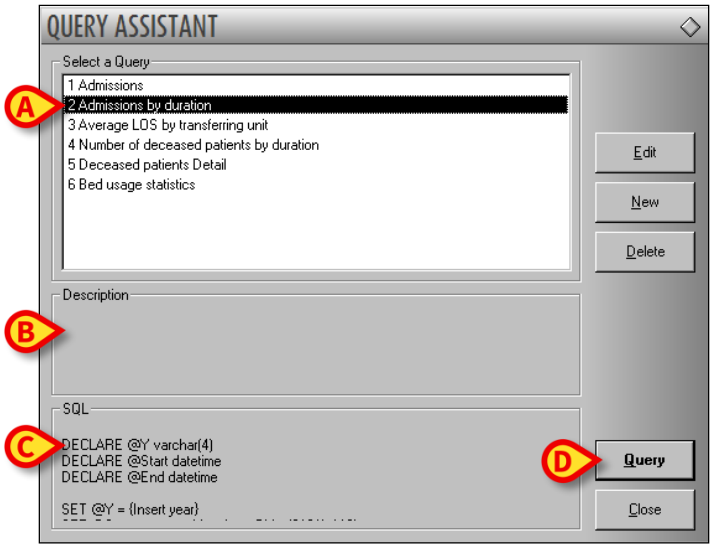

Fig 39
The name is this way highlighted (Fig 39 **A**).
A textual description of the query is displayed in the "Description" area (Fig 39 **B**).
The "SQL" area (indicated in Fig 39 **C**) displays the content of the query in SQL language (Structured Query Language).
- click the **Query** button (Fig 39 **D** - bottom-right).